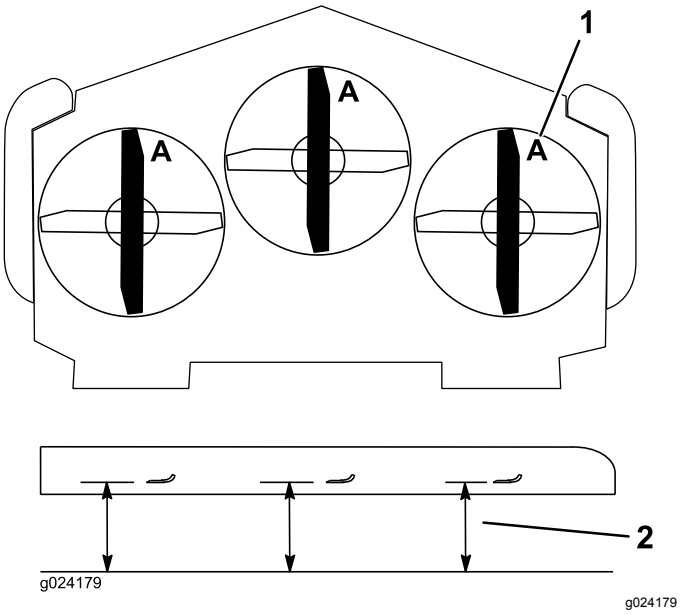

Figur 90
3. Roter knivene til endene vender fremover og bakover (Figur 90).
4. Mål fra en jevn overflate til kniveggen, posisjon **A**, på kniven (Figur 90). Merk deg dette målet.